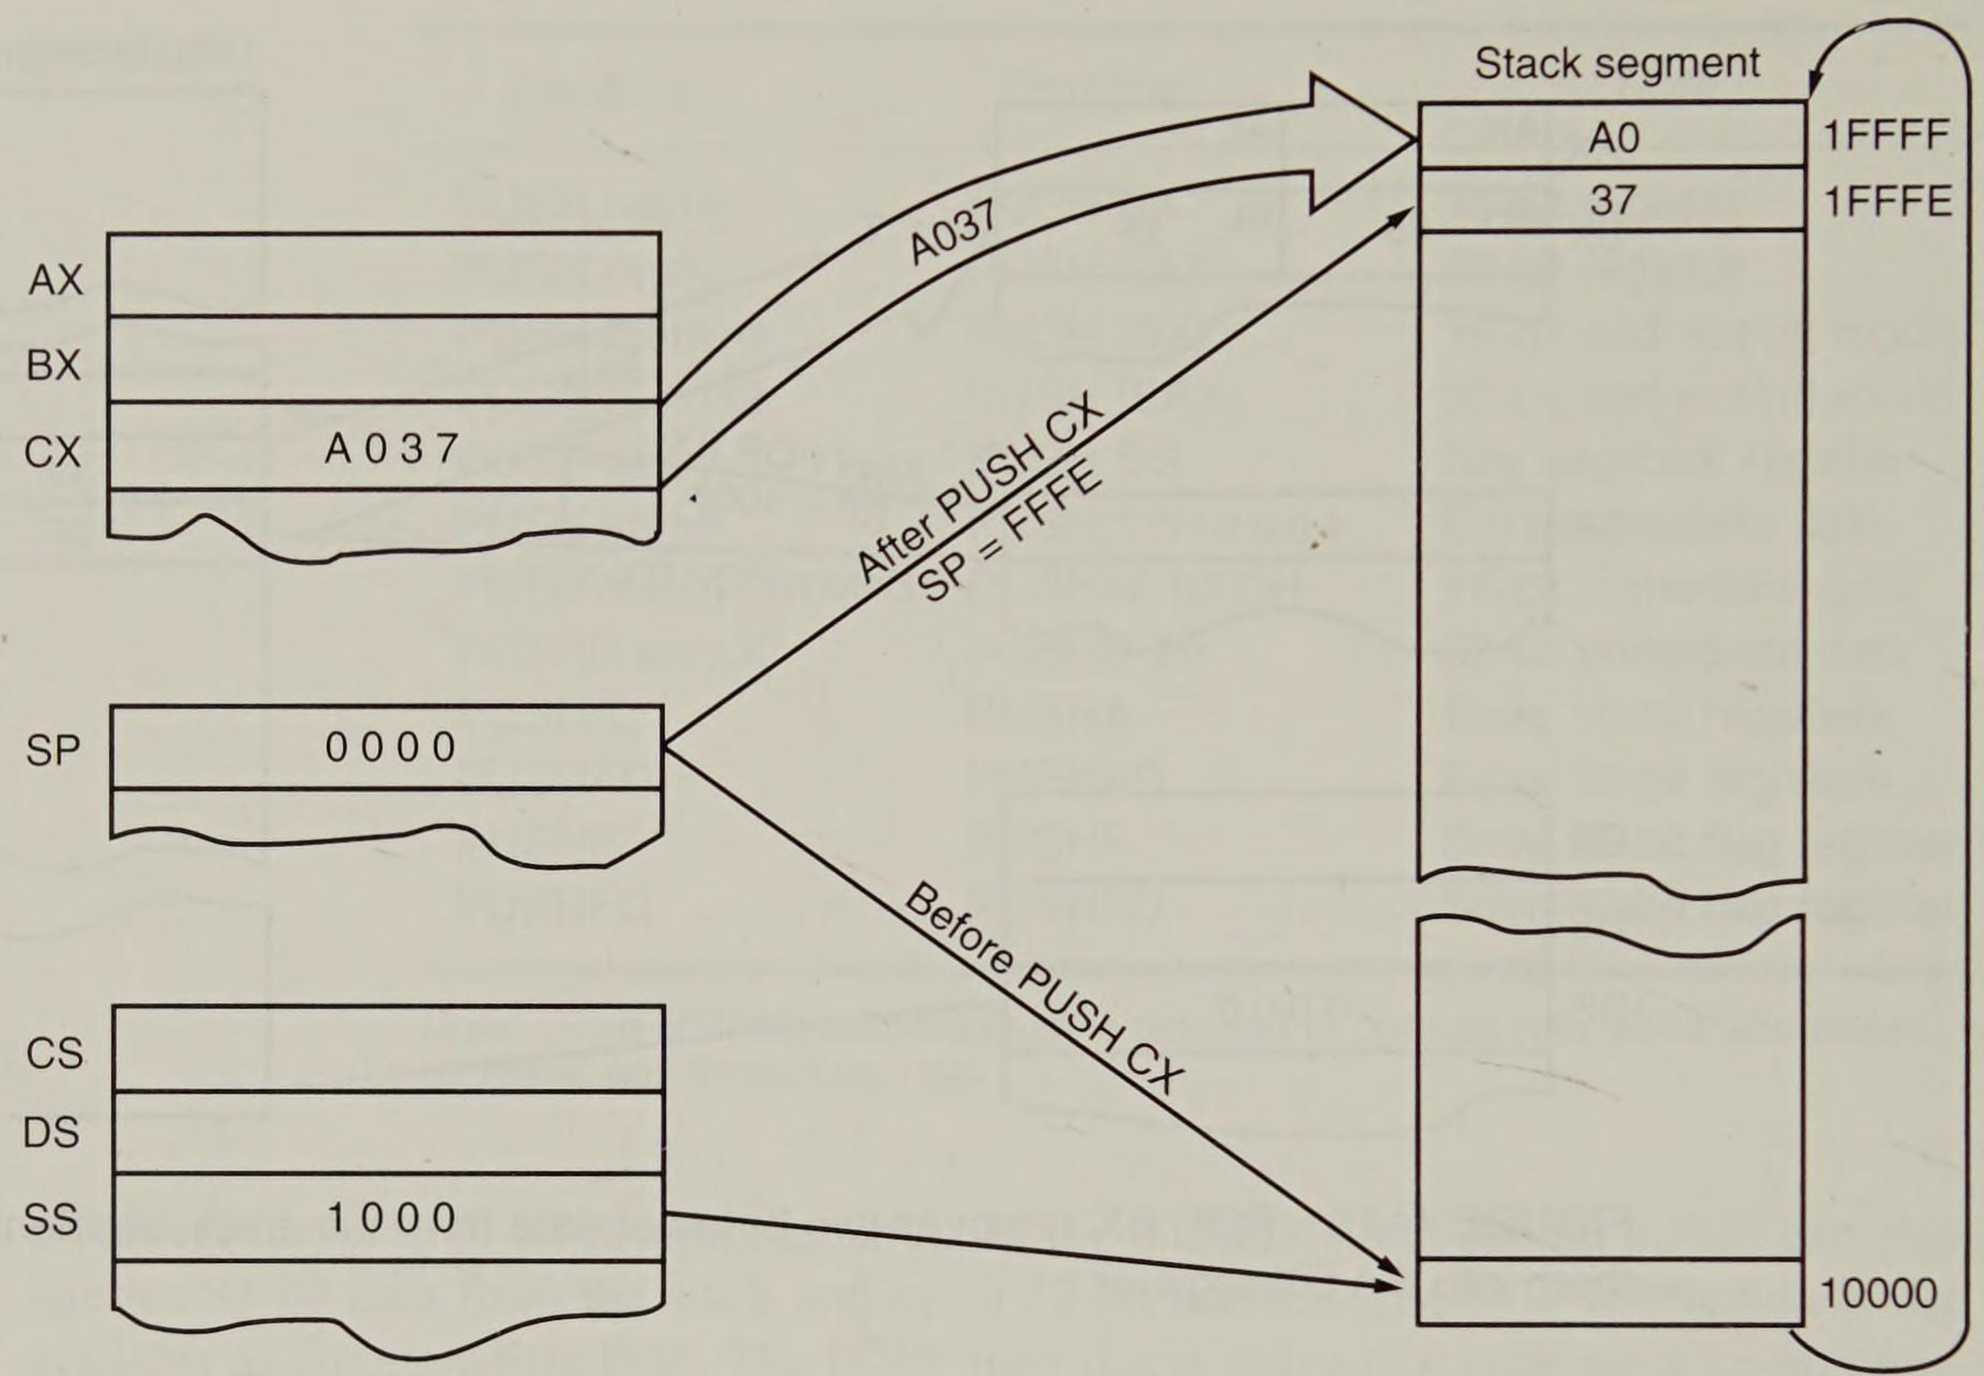

**FIGURE 4–14** PUSH CX illustrating the cyclic nature of the stack segment. Notice that SP starts at 0000H and, after being decremented, ends up at FFFEH.
of the stack segment register with a 0H for real-mode addressing.) To start the stack at the top of this 64K byte stack segment, the stack pointer (SP) is loaded with a 0000H. Likewise, to address the top of the stack at location 10FFFH we use a value of 1000H in SP. Figure 4–14 shows how this value causes data to be pushed onto the top of the stack segment with a PUSH CX instruction. Remember that all segments are *cyclic* in nature; that is, the top location of a segment is *contiguous* with the bottom location of the segment.